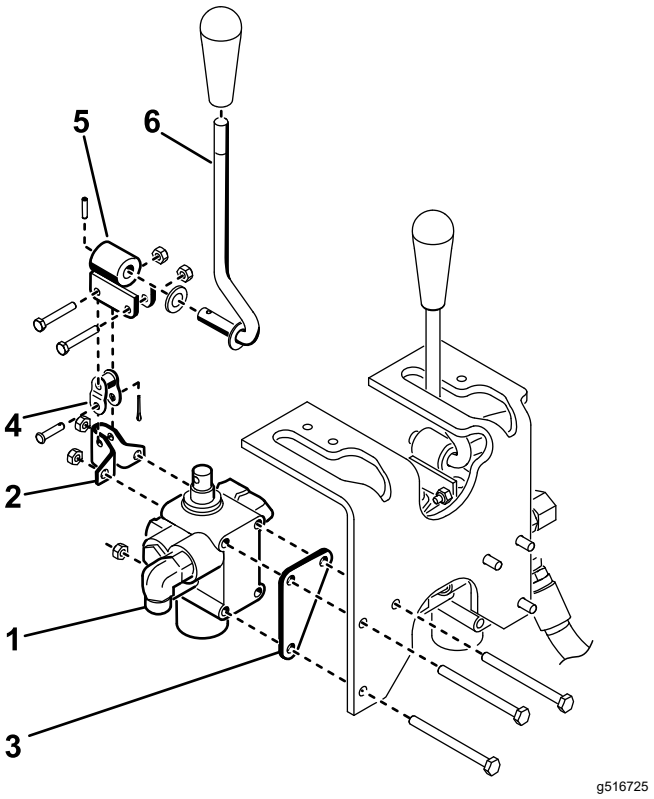

Figur 9
2. Monter ventilen, aksebeslaget og ventilskiven på rammen med tre bolte (¼" x 3") og tre låsemøtrikker (Figur 9). Placer ventilskiven mod fronten af vangen ved montering, og tilspænd fastgørelsesanordningerne med et moment på 10 til 12 N·m.
3. Monter drejearmen løst på ventilspolen og vinkelleddet med to bolte (nr. 10 x 1¼") og to låsemøtrikker (Figur 9).